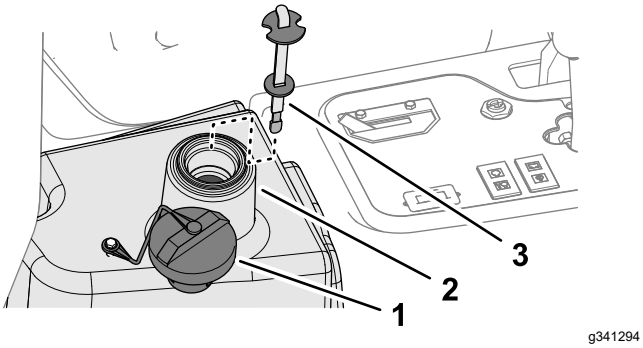

Figur 91
2. Gör rent omkring hydraulvätsketankens påfyllningsrör och lock (Figur 91) och ta sedan bort locket.